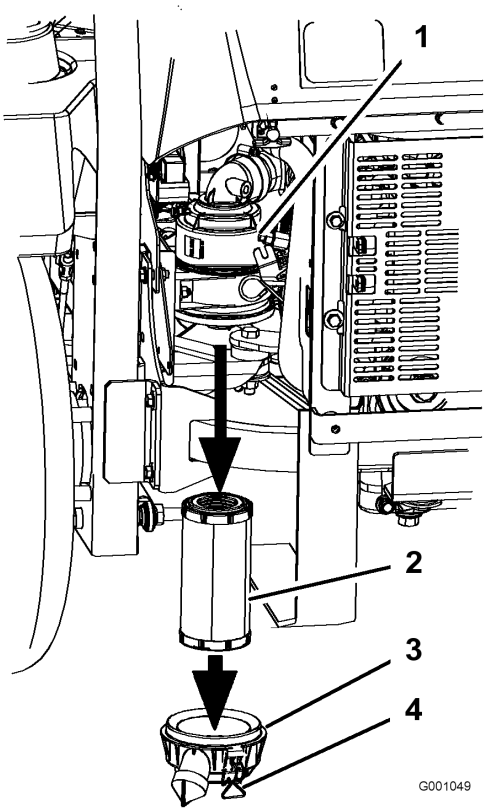

Figure 31
3. Ouvrez les dispositifs de verrouillage du filtre à air et enlevez le couvercle du corps du filtre (Figure 31).
5. Sortez l'élément filtrant du corps du filtre avec précaution (Figure 31). Évitez de cogner l'élément à l'intérieur du corps.